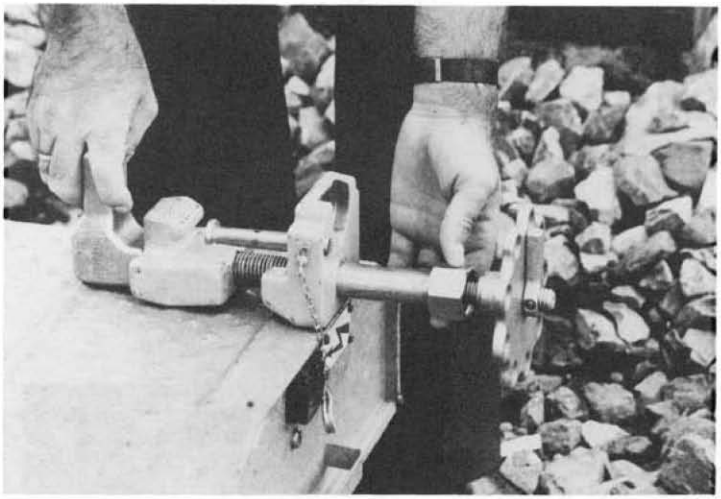

Bild 5
d) Gewinderohr mit Mutter durch Drehung nach links bis an das Handrad herandrehen und Klemmstücke auseinanderschieben (vgl. Bild 5).